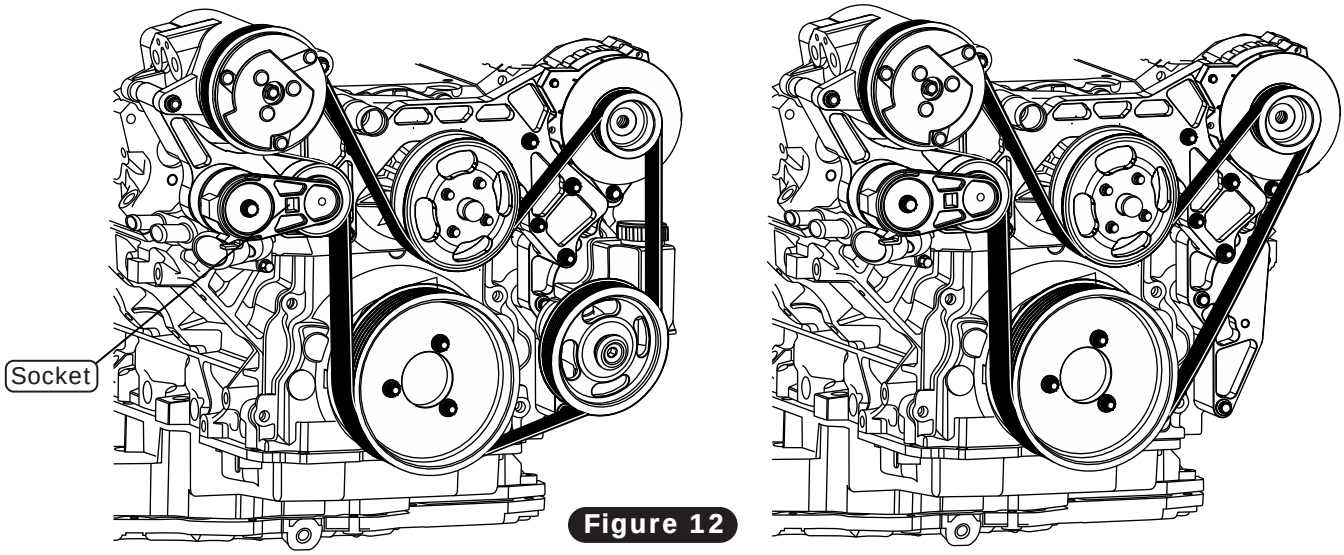

Figure 12
1. Insert a 1/2”-drive ratchet or breaker bar into the socket on the tensioner, and rotate it clockwise to the tensioner stop. Route the belt around the crankshaft pulley, power steering pulley and alternator, and over the compressor. Finally, pull the belt down and slide it under the water pump pulley (See Figure 12, below).